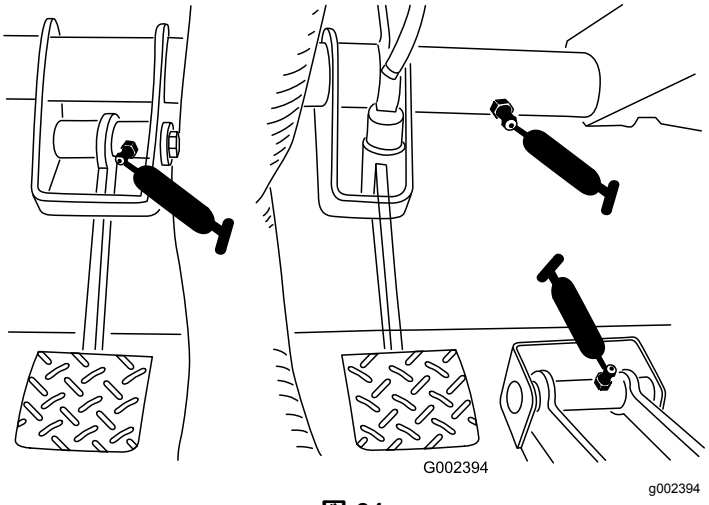

図 31
- **クラッチ (1ヶ所)**; 図 31を参照
- **アクセル (1ヶ所)**; 図 31を参照
- **ブレーキ (1ヶ所)**; 図 31を参照